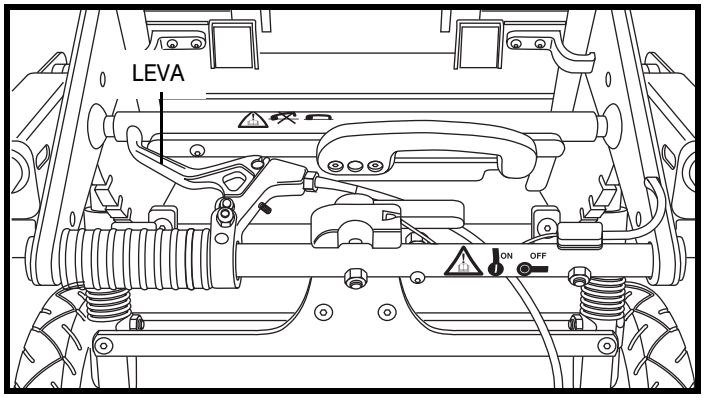

Figura 45. Regolazione di basculamento (Kids FAST)
2. Afferrando la barra del manubrio, usare la leva per rilasciare il blocco inclinazione. **Vedere figura 45 e 46.**